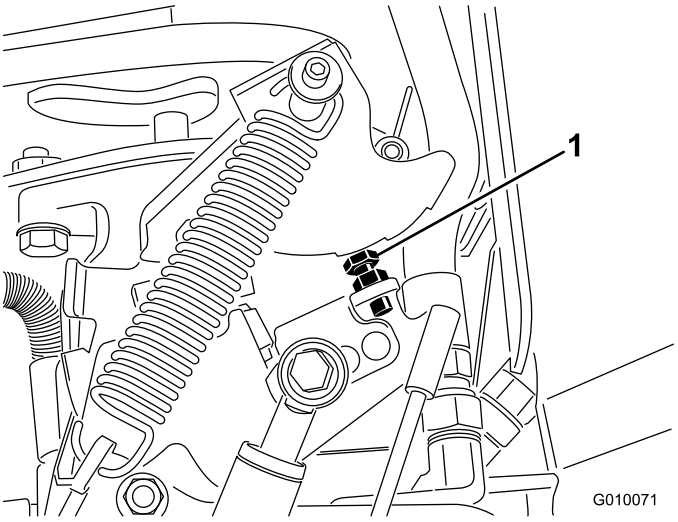

Figure 66
5. Si un réglage est nécessaire, vissez le boulon de butée de la pompe (Figure 66) pour le rapprocher de la plaque de butée et réduire l'espacement des trous ou dévissez-le pour l'éloigner de la plaque de butée et augmenter l'espacement des trous.